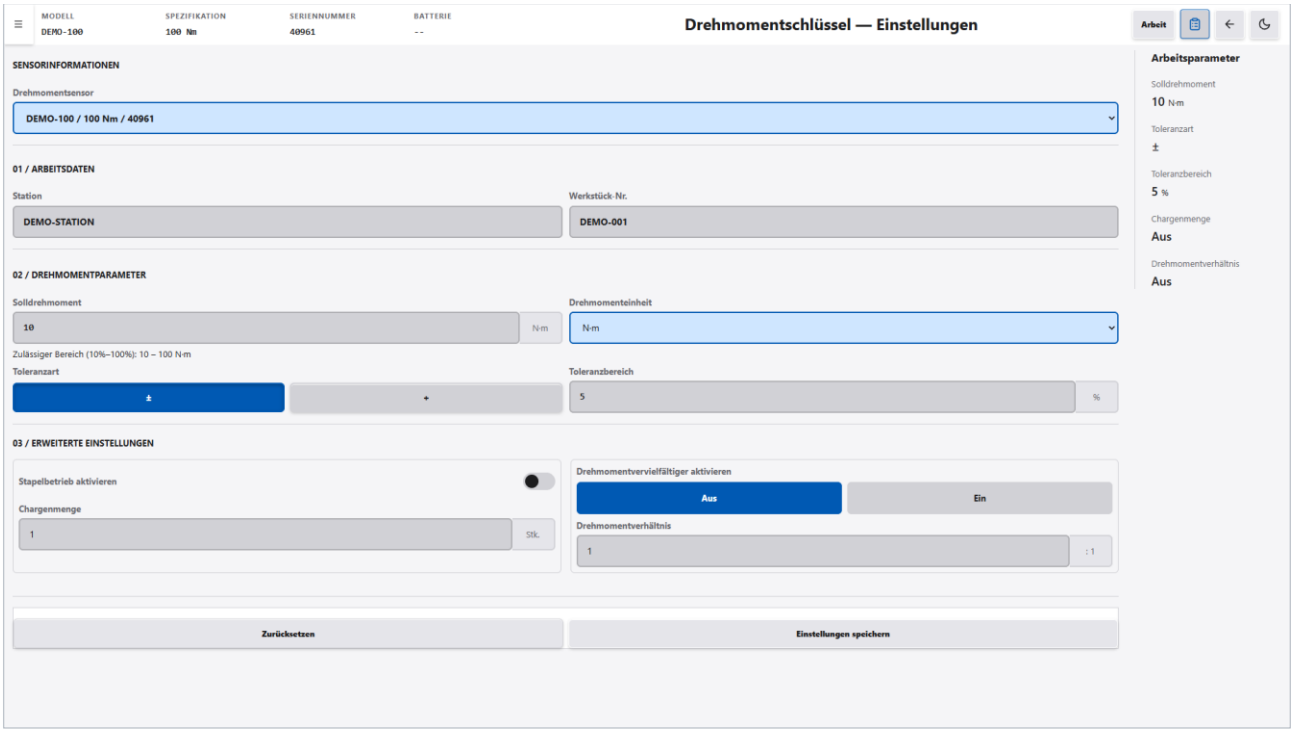

Abbildung 5-8 Einstellungsbildschirm Drehmomentschlüssel
1. Klicken Sie auf dem Arbeitsbildschirm Drehmomentschlüssel oben rechts auf „Einstellungen“. Der Bildschirm zeigt „Drehmomentschlüssel — Einstellungen“; das Formular ist mit den aktuell gespeicherten Einstellungen ausgefüllt (siehe Abbildung 5-8).